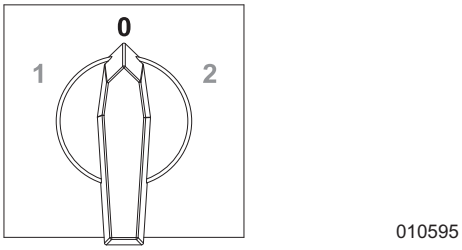

Figure 3-50. Flex Switch—Position 0
5. See *Figure 3-50*. Switch the flex switch (if equipped) to position 0.